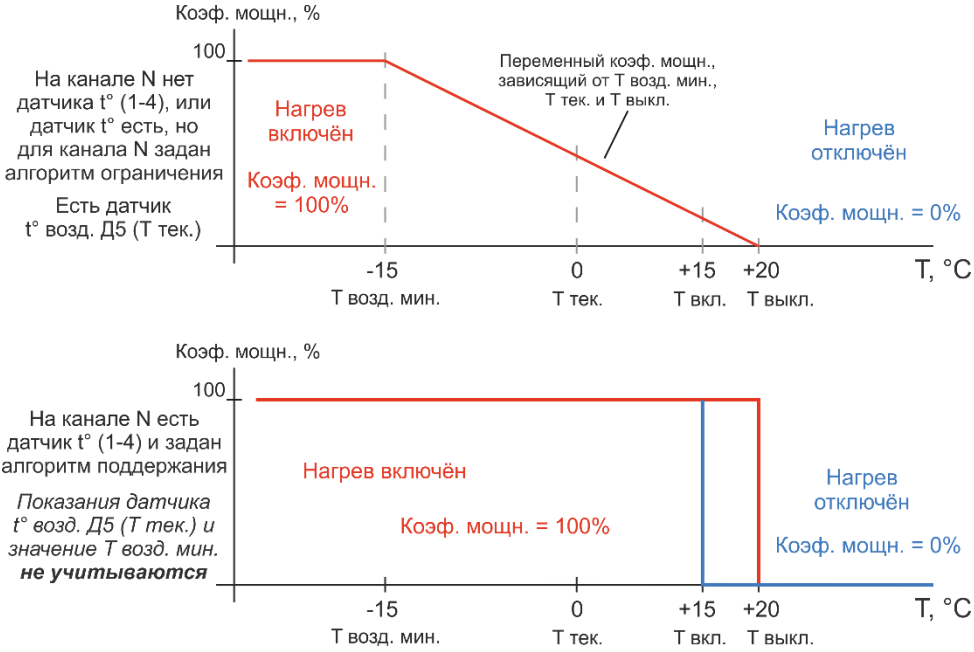

Рисунок 12. Алгоритм работы нагрева на произвольном канале N (от 1 до 4) в зависимости от наличия на этом канале датчика t° поверхности
Р – это время от цикла реле (периода нагрева), в течении которого будет включён нагрев. То есть нагрев при указанных на верхнем графике рис. 12 параметрах будет осуществляться в течении 50х57,14% = 30,86 минут. Оставшиеся (50 – 30,86) = 19,14 минут нагрев осуществляться не будет.
- справа в каждой строчке отображается вычисленный коэффициент мощности в соответствии с графиком на рис. 12